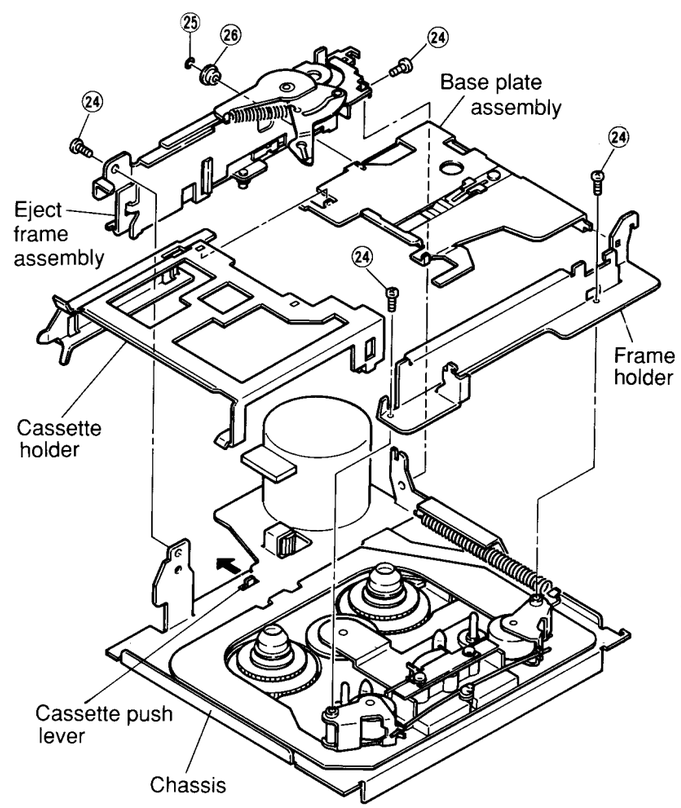

Figure 17
(1) Remove four screws ㉔ and remove the eject frame assembly and the frame holder as shown in Figure 17.
(2) Remove M1.2 lock washer ㉕ and plate base roller ㉖ and remove the cassette holder and the base plate assembly as shown in Figure 17.
(3) Remount them following the removal steps in the reverse order.
2. When mounting the eject frame assembly, push the cassette push lever in the direction indicated by the arrow in the Figure 17.